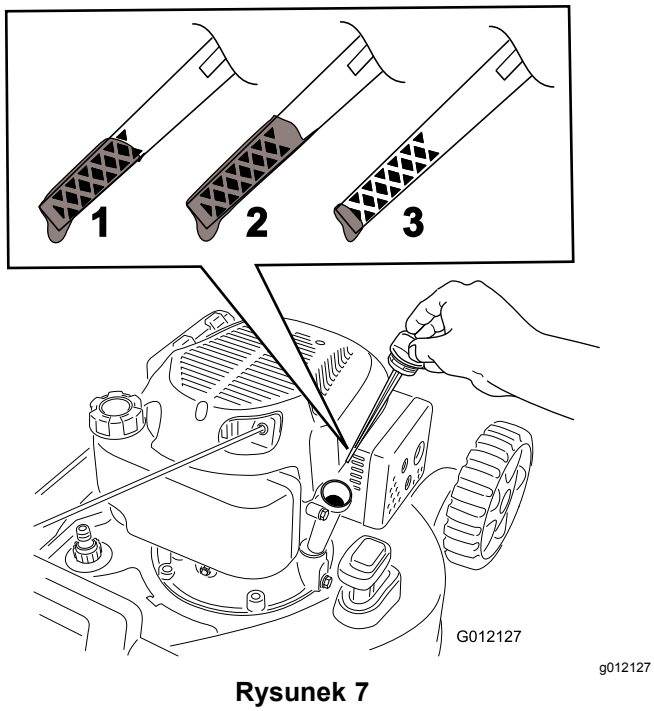

Rysunek 7
2. Wyjmij wskaźnik poziomu, obracając jego korek w lewo i wyciągając go (Rysunek 7).
7. Odczytaj poziom oleju na wskaźniku (Rysunek 7).